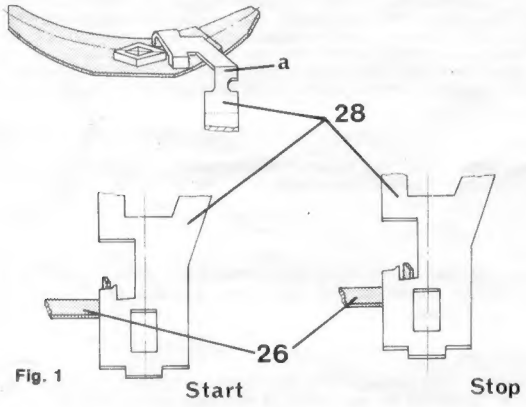

Fig. 1
**Start-Stophebel-Einstellung ELAC 831 [Fig. 1]**